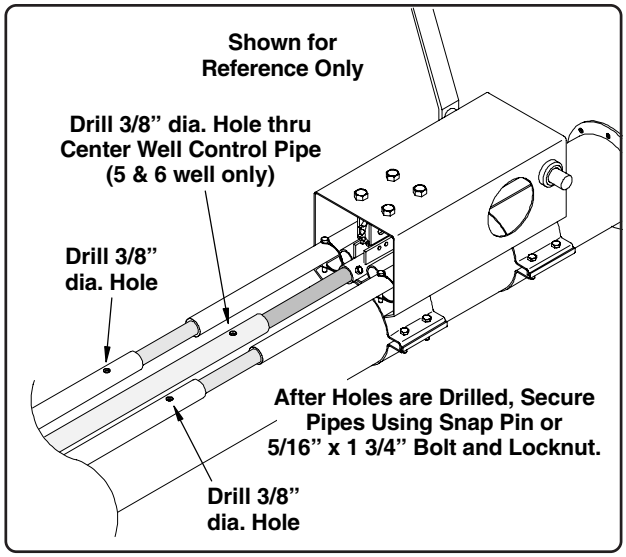

Fig. 9
9. The end of the control pipes connected to the 18" extensions have a predrilled hole. Use this hole as a template and drill a 3/8" dia. hole through the extension pipe (on 5 & 6 well applications, drill through the center well control pipe as well, See Fig. 9).